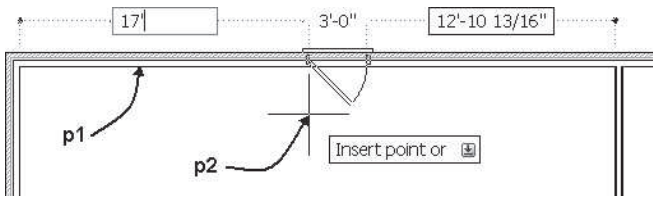
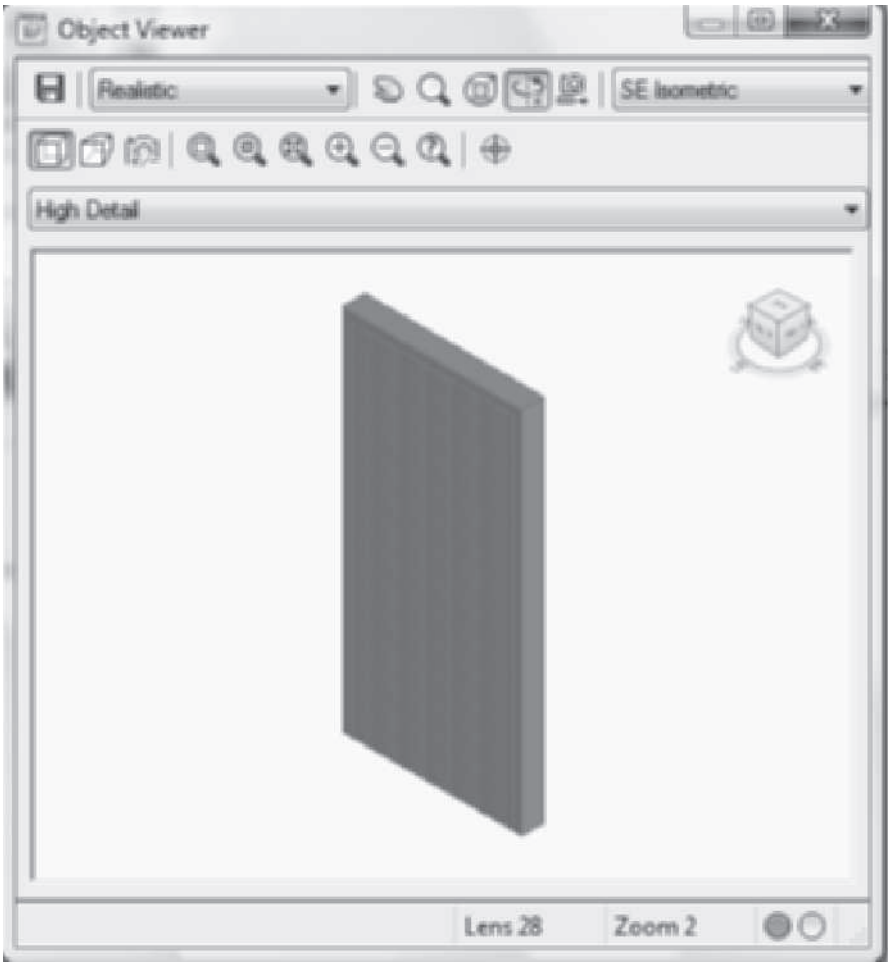

FIGURE 5.58 *Editing dynamic dimension to place a window*
FIGURE 5.63 *Materials display in Object Viewer*
13. Select the wall at **p1**, move the cursor down to set the door swing inside as shown in Figure 5.58, press TAB until the left dimension is highlighted as shown, and then type **17' [5000]** ENTER in the field of the workspace. Press ESC to end the command.
15. Select the door at **p2** as shown in Figure 5.58, right-click, and choose **Edit Style** from the General panel of the Door contextual tab.
19. Select the door placed near **p2** as shown in Figure 5.58, and choose **Edit Style** from the General panel of the Door contextual tab. Select the **Materials** tab of the **Door Style Properties-Hinged Single Exterior** dialog box. Verify that the material of the panel is **Doors & Windows.Wood Doors.Ash** from the **Material Definition** list.
24. Select the exterior door at **p2** as shown in Figure 5.58, right-click, and choose **Object Viewer** from the shortcut menu. Select **SE Isometric** from the View flyout menu**.** Edit the display representation to **High Detail**, and select **Realistic** visual style to view the door with materials applied as shown in Figure 5.63. Press ESC to close the Object Viewer.